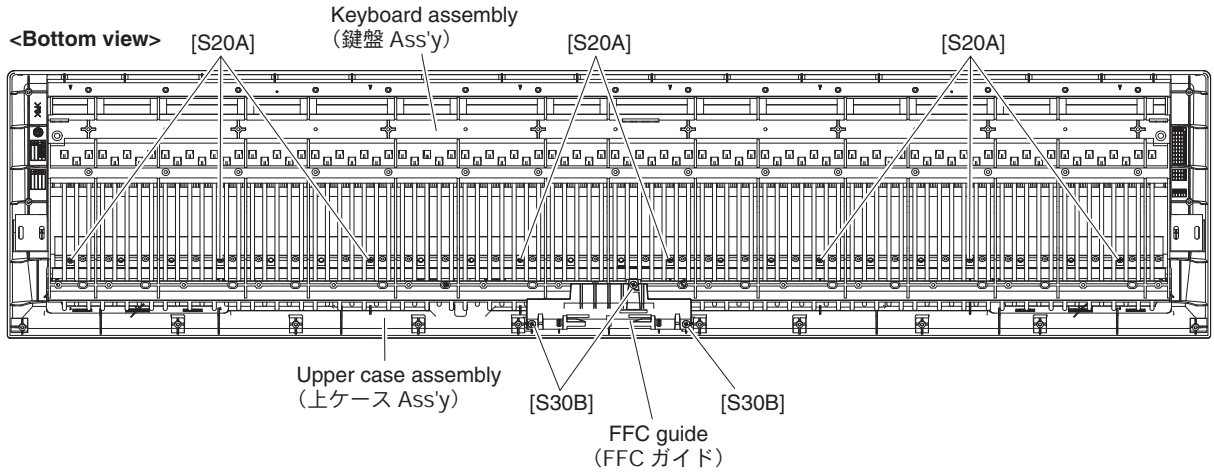

Fig. A-4（図 A-4）
A-7-2 Remove the three (3) screws marked [S30B], then remove the FFC guide. (Fig. A-4)
A-7-3 Remove eight (8) screws marked [S20A]. The keyboard assembly can then be removed. (Fig. A-4)
A-7-2 ［S30B］のネジ 3 本を外し、FFC ガイドを外します。（図 A-4）
A-7-3 ［S20A］のネジ 8 本を外し、鍵盤 Ass'y を外します。（図 A-4）